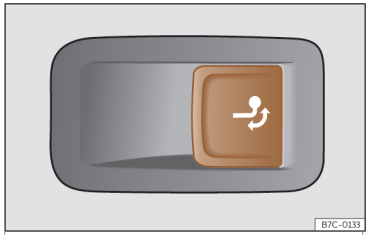

Fig. 188 En el lado derecho del maletero: tecla para desbloquear el gancho de remolque.
- Tire de la tecla››› **fig. 188** brevemente. El gancho de remolque se desbloquea eléctricamente y se gira automáticamente hacia fuera. El testigo de control de la tecla parpadea.
- Tire de la tecla››› **fig. 188** brevemente. El gancho de remolque se desbloquea eléctricamente.
- Si el testigo de control de la tecla ››› **fig. 188** *parpadea*, significa que el gancho de remolque aún no ha encastrado correctamente o que está dañado ››› ⚠.
- Si el testigo de control››› **fig. 188** *permanece encendido* con el portón trasero abierto, el gancho de remolque está correctamente encastrado tanto cuando está extraído como cuando está escamoteado.
- **No pulse nunca la tecla››› fig. 188 cuando haya un remolque enganchado o vaya montado un portaequipajes u otros accesorios sobre el gancho de remolque.**